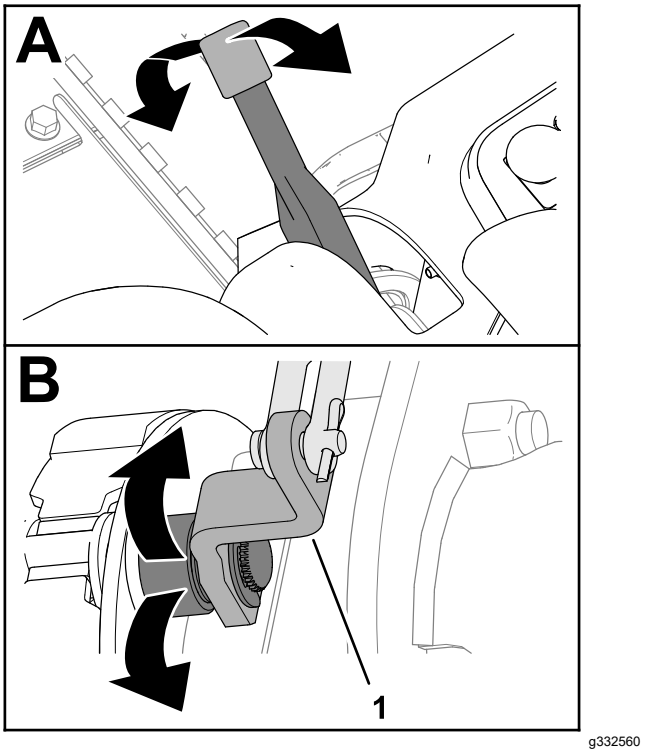

Figur 71
2. Flyt parkeringsbremsehåndtaget op og ned for at kontrollere, at bremseknastgrebet bevæger sig frit (Figur 71).